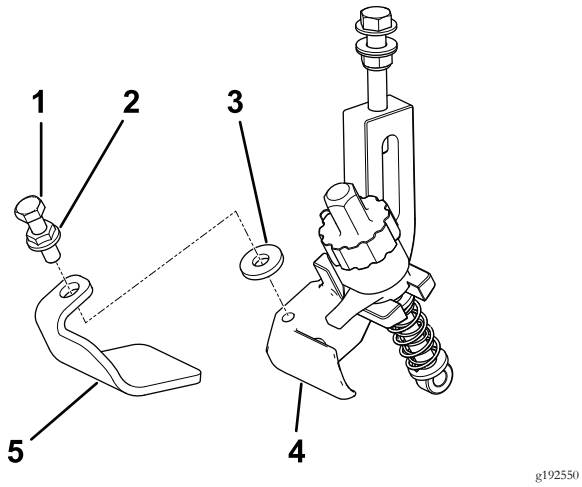

Figura 1
2. En el lado izquierdo de la unidad de corte, utilice el tornillo, la tuerca con arandela prensada y la arandela para posicionar el patín izquierdo en el soporte de altura de corte izquierdo (Figura 1).